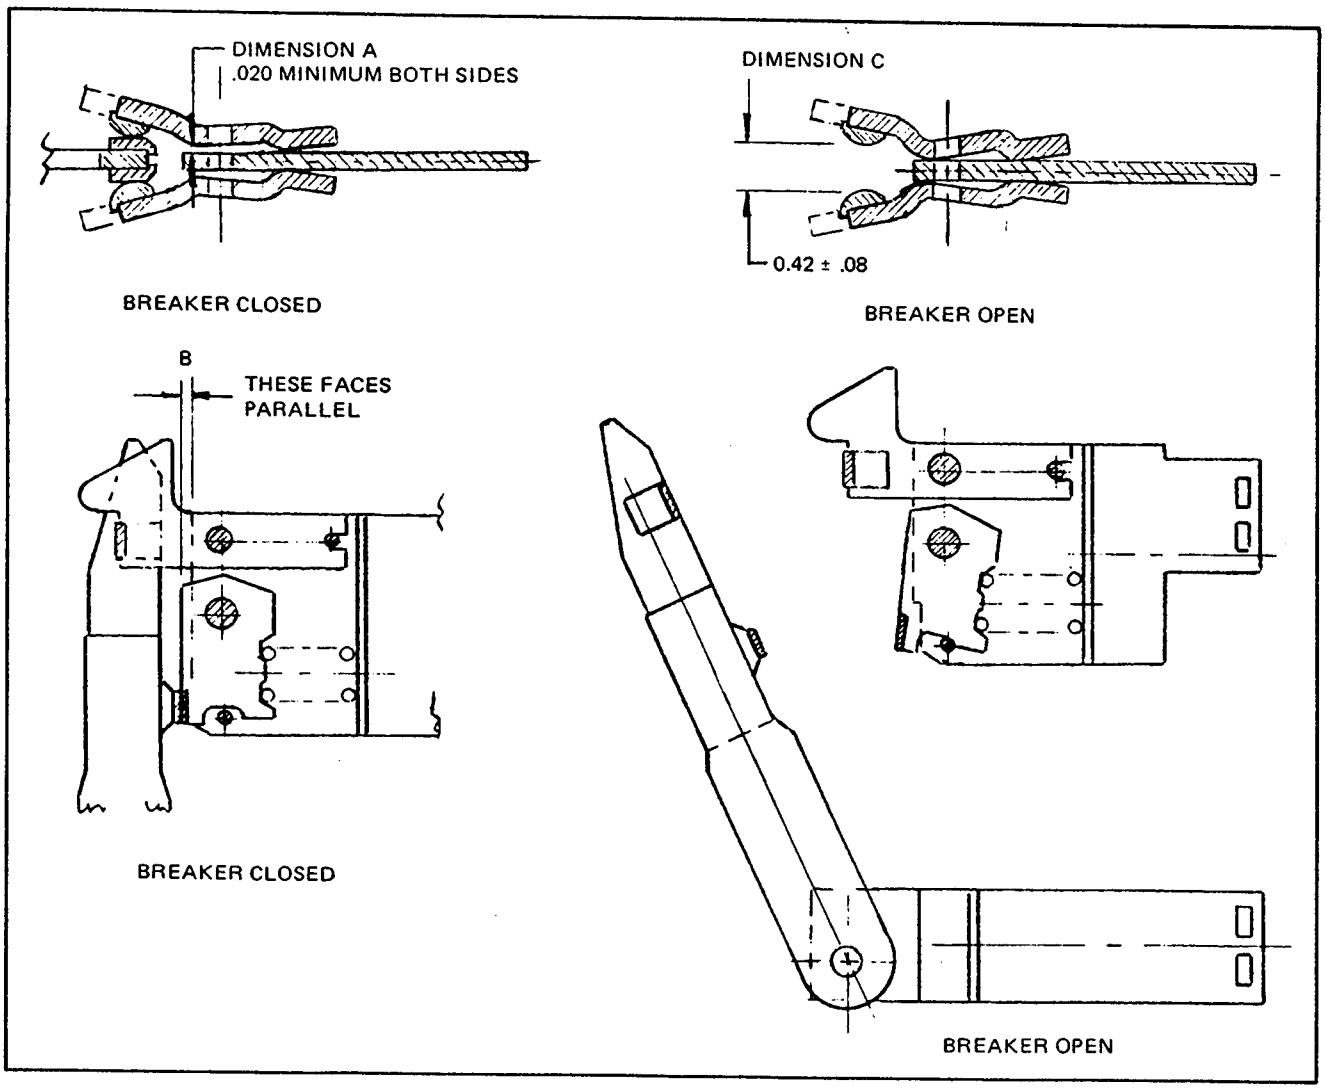

Fig. 84 *Contacts and their Adjustment, DS-206 Breaker*
With the breaker open, examine the contact tips of moving and stationary arcing and main contacts. If the tips are burned or worn more than .030", the contacts must be replaced. Also check the dimension (C) between the stationary arcing contacts (Figures 84 and 85). It should be .42 ± .08. If this dimension is not maintained, the stationary arcing contacts must be replaced.
Close the breaker and check the contact engagement according to Figures 84 and 85. The main stationary contact fingers should be parallel (B) to the fixed contact cage. If not, adjust the contacts according to 12.2.3. Also check the dimension (A) between the stationary arcing contacts and the center section of the cage. If this dimension is not .02 inches or greater, the stationary arcing contacts should be replaced.